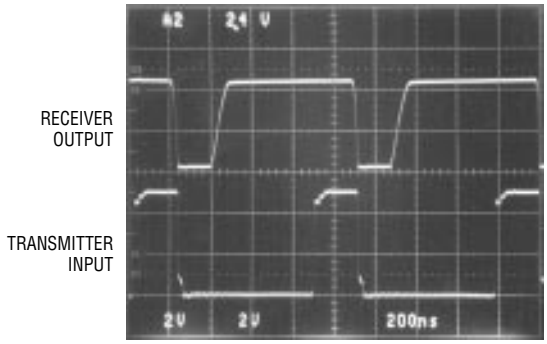

Figure 3. IrDA-FIR Modulation
1.152Mbps rate, for example, uses pulses of 217ns for its bit time of 870ns. Light levels are 100mW/SR to 500mW/SR over the 1cm to 1 meter range. A photo of a transmitted input and LT1328 output is shown in Figure 3. The LT1328 output pulse width will be less than 800ns wide over all of the above conditions at 1.152Mbps. Pin 7 should be held low for these data rates and above.